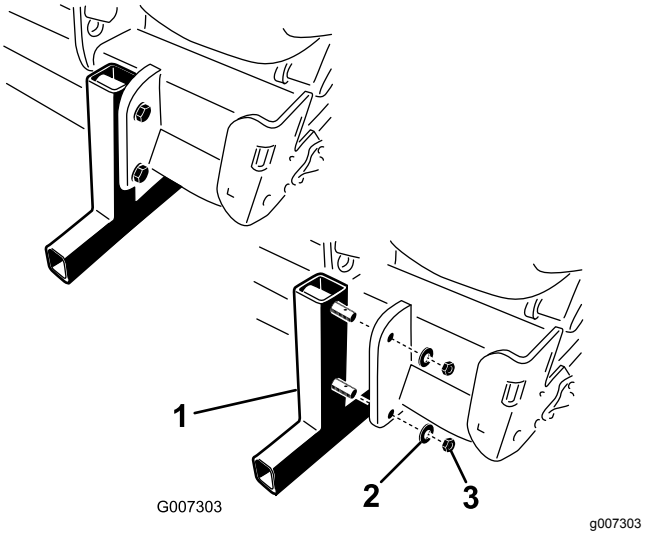

Figur 19
2. Fjern mutrene og låseskivene som fester lagringspilarene til luftemaskinen (Figur 19).
4. Sett ringstiftene (inkludert i løse deler)inn i støttepinnene for lagring (Figur 19).